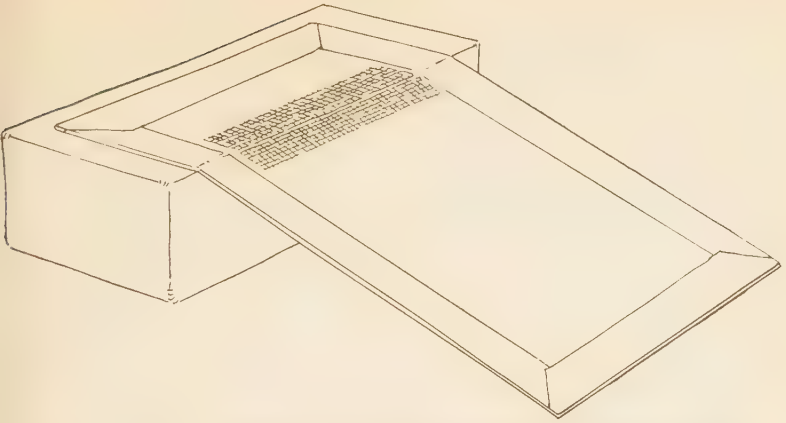

Fig. 76.—Easel Covered, Fold Joints Slit and Muslin Strip Affixed While Easel is Held in Open Position
10. As soon as these are sufficiently dry, take the easel board and with your knife slit the paper *turn-ins* on the two long edges where the two boards join, starting at the edge of boards, and lay the board face downward on a brick laid flat wise on table, so that the two inch wide board is on the brick and the edge of other end of board on table. (See Fig. 76.)
11. While easel board is in this position cut a piece of 1" wide gummed tape 4½" long, moisten the gummed side and affix it to easel board over the joint of the two boards. (Fig. 76.)